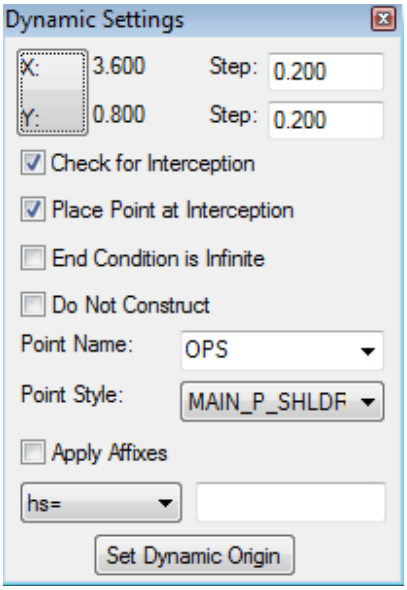

Figure L7-61 Dynamic Settings Dialog
- Notice the **Dynamic Settings** dialog changes to that shown in *Figure L7-61*.